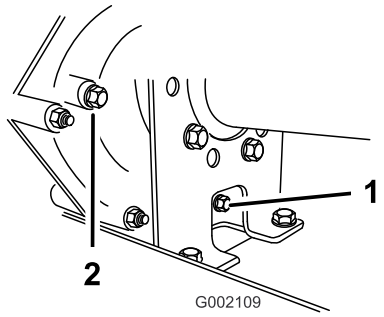
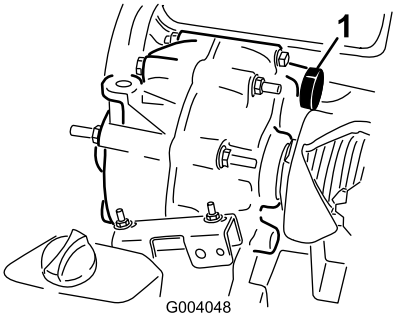

Figur 65
Figur 66
2. Tør området omkring påfyldnings- og aftapningsproppen ren med en klud (Figur 65).
4. Afmonter påfyldningsproppen ved at dreje den mod uret (Figur 65).
5. Afmonter aftapningsproppen ved at dreje den mod uret (Figur 65).
6. Monter og tilspænd aftapningsproppen og pakningen i aftapningsproppens åbning i transmissionen (Figur 65).
7. Fyld beholderen (Figur 66) gennem påfyldningsproppens åbning med den angivne olie, eller påfyld indtil oliestanden i transmissionen er i niveau med bunden af gevindene. (Figur 65).
8. Monter og tilspænd påfyldningsproppen og pakningen i påfyldningsproppens åbning på transmissionen (Figur 65).
10. Kontroller oliestanden, og påfyld mere olie, hvis niveauet er under genvindene i påfyldningsproppens åbning (Figur 65).